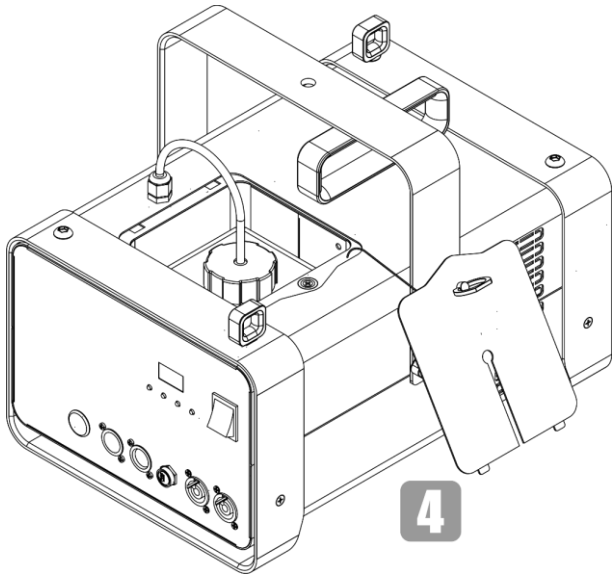

Fig. 12
04) Place the service lid next to the device, as shown in Fig. 12.